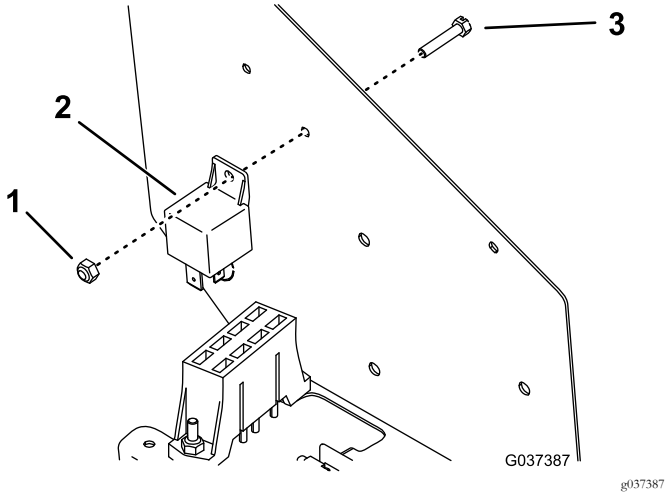

Figura 10
6. Montate il relè di alimentazione sulla parte interna del quadro di comando con una vite e un dado (Figura 10).